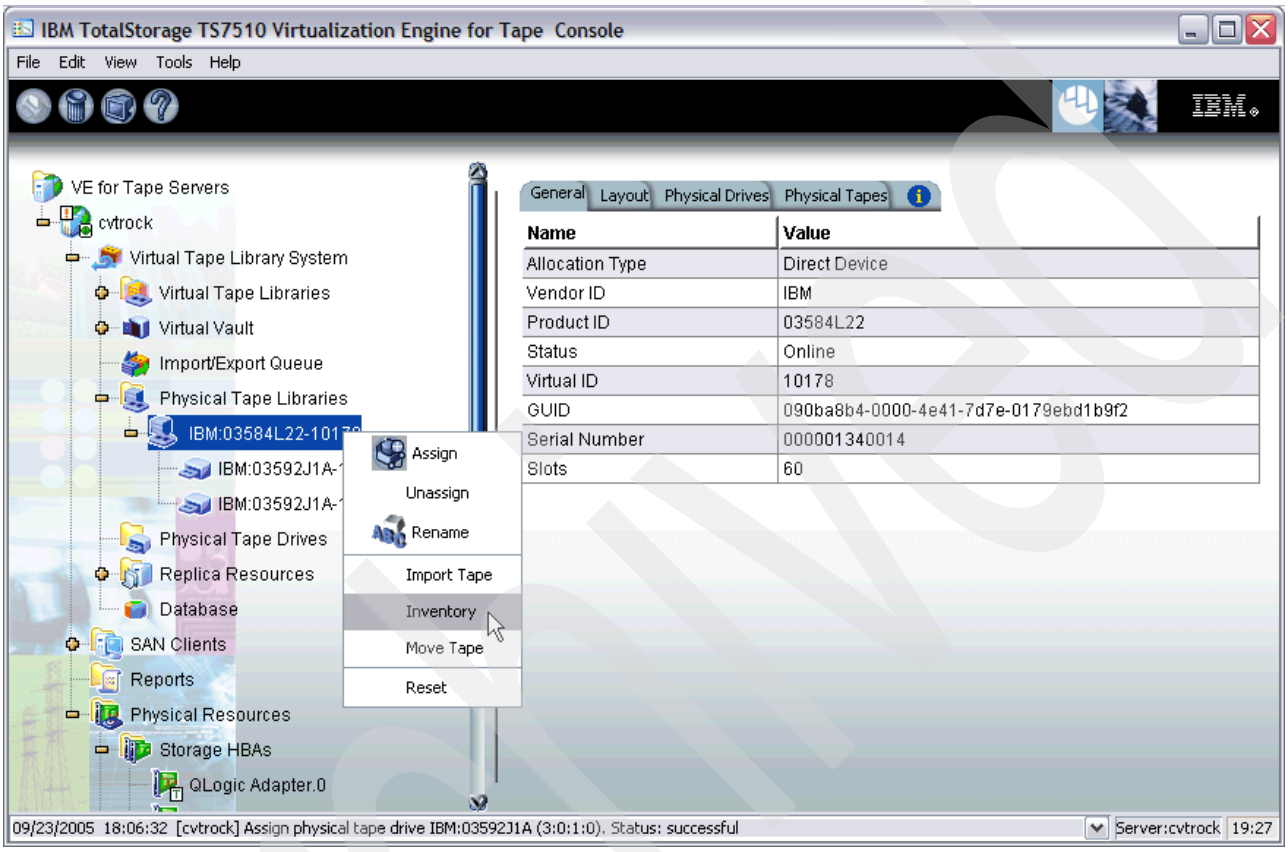

Figure 4-16 Selecting Inventory for a library
1. As shown in Figure 4-16, right-click the ***library*** and select **Inventory**. The inventory of a 3584 Tape Library normally takes a few seconds, depending on the library size.